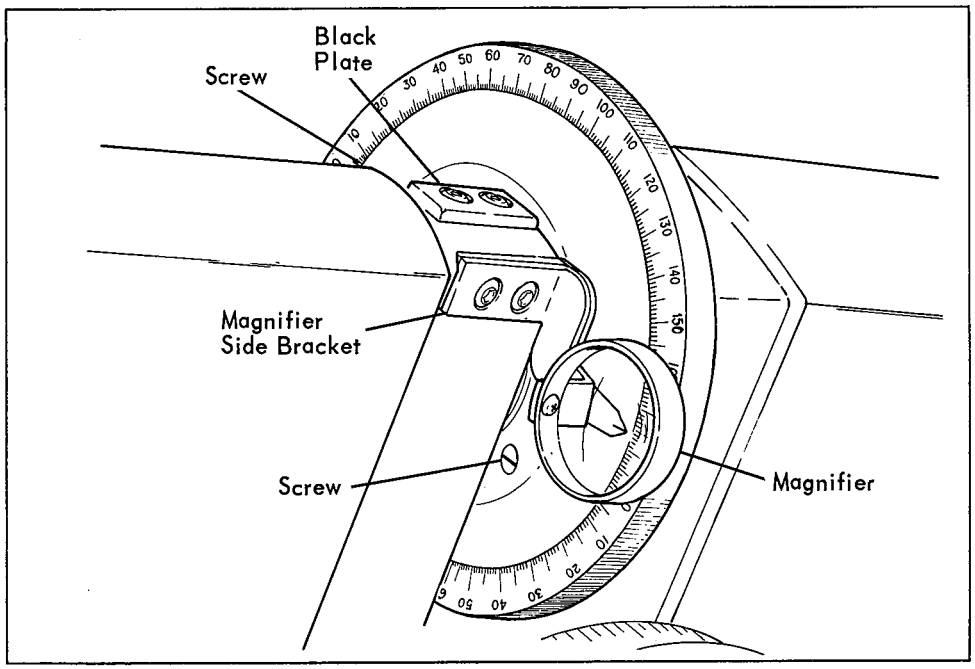

Figure 9
2. a. Remove 2 screws on center drum of axis wheel (Figure 9). Push axis wheel back (this action will disengage wheel from drum).
4. Remove black plate from the side and place on top. (Figure 9)